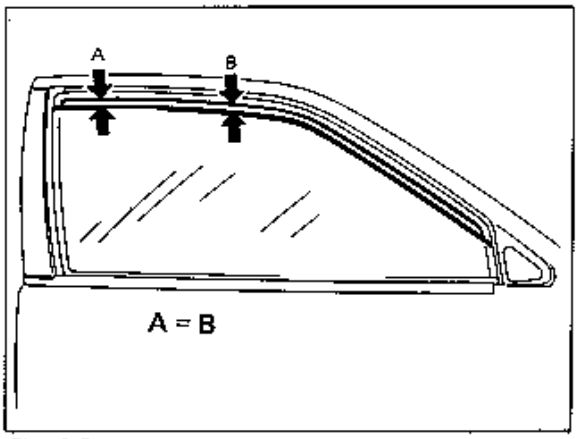

Fig. 9-8
2) Ajuste el igualador del regulador de la ventanilla de manera que las mediciones A y B de la Fig. 9-8 queden respectivamente iguales.